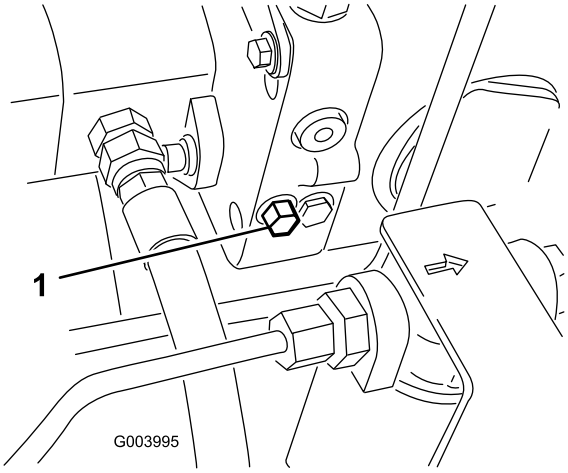

Figur 37
1. Förbikopplingsventilen sitter till vänster om hydrostaten (Figur 37). Vrid bulten 1,5 varv för att öppna ventilen och låta olja avledas internt. Eftersom vätskan avleds kan maskinen flyttas långsamt utan att transmissionen skadas.